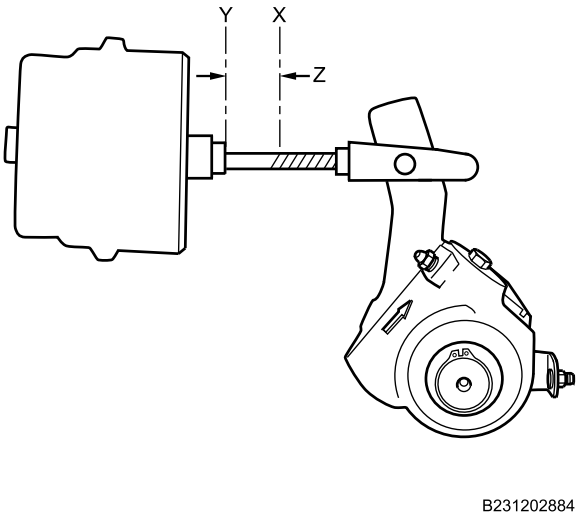

Figure 7. Pushrod Travel.
7. Have assistant apply brake pedal. Mark pushrod where it exits air chamber. This point is Y (Figure 7).
8. Measure distance between X and Y to obtain Z (Figure 7). This is the pushrod travel measurement. Pushrod travel specification is 2.5 inches (63.5 mm) maximum.